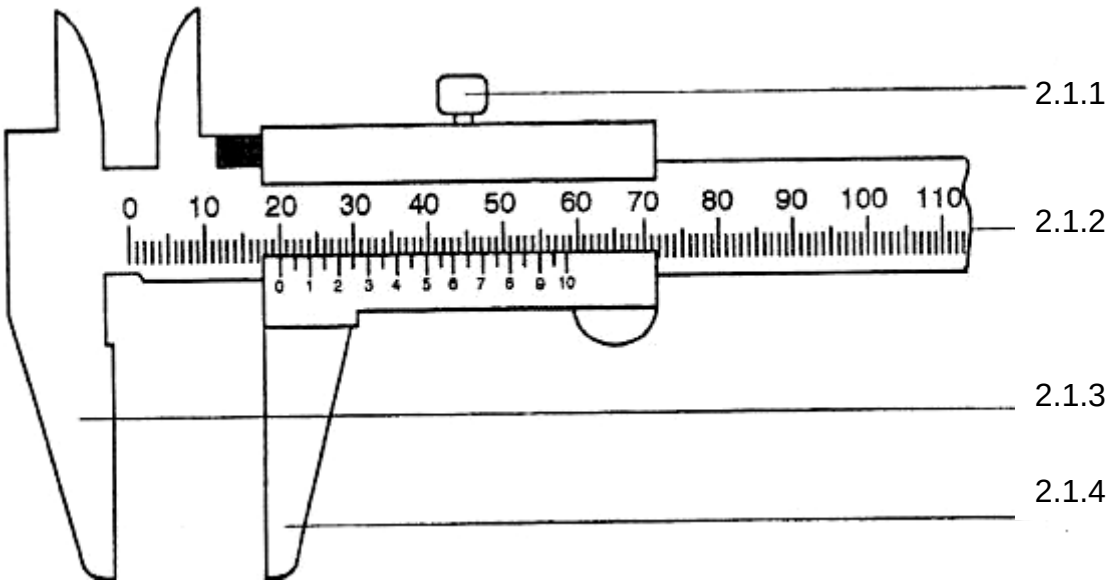

FIGUUR 1
2.1 FIGUUR 1 toon 'n noniuspasser.